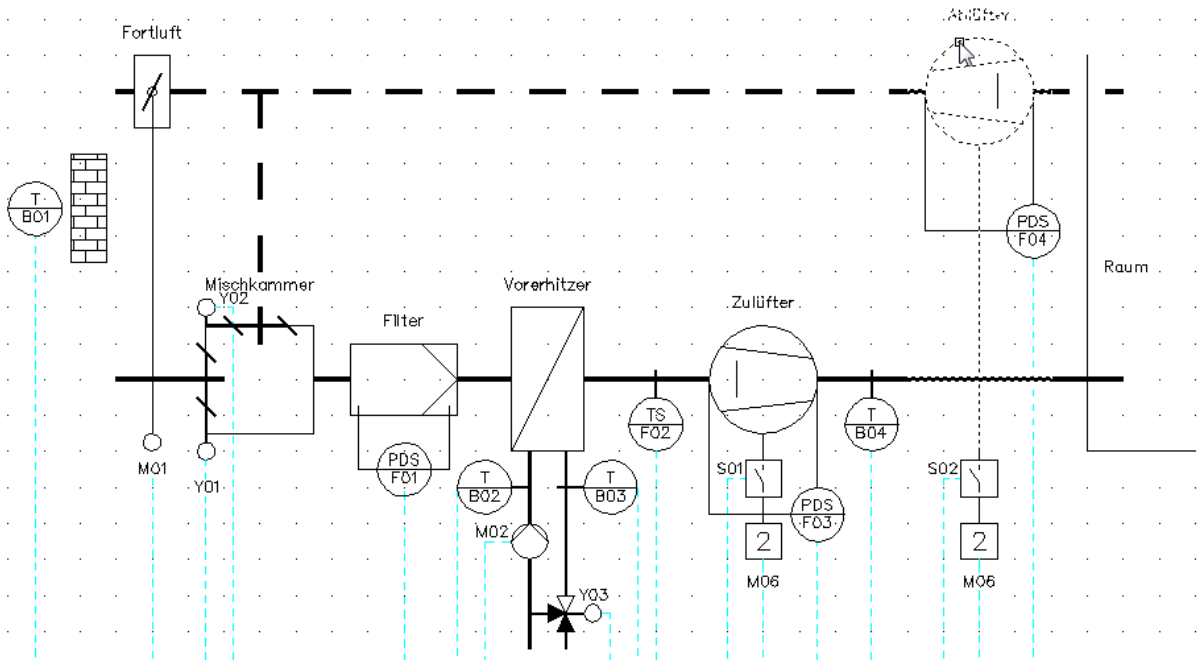

Bild 33.9 – Löschen eines Hauptgeräts
- Rufen Sie diese Funktion auf und klicken Sie auf den *Ablüfter* selbst (Abb. 33.9).